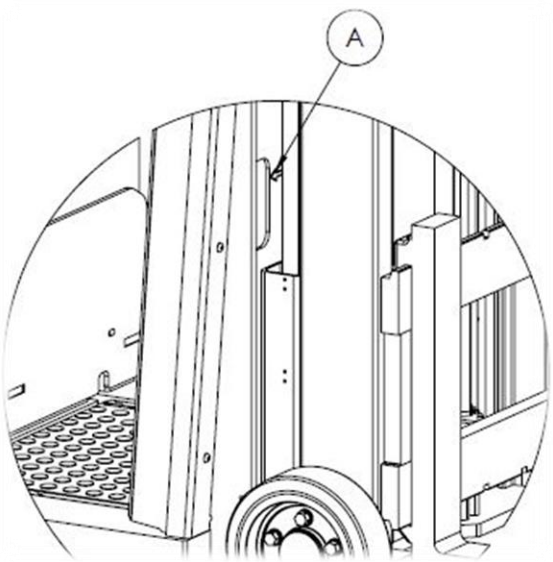

Abb. 1.1
Der Hydrauliköltank befindet sich im vorderen Teil des Chassis hinter dem Hubmast (siehe Abb. 1.1). An der Vorderseite des Chassis befindet sich eine Inspektionsöffnung (A), um den Füllstand zu überprüfen, ohne den Hydraulikraum öffnen zu müssen.